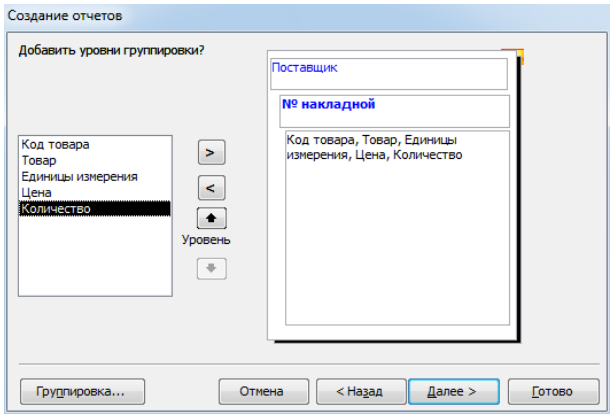

Рис. 5.17. Группировка данных
4. Указываются уровни группировки: 1-й уровень – по *Поставщикам*, 2-й уровень – по *№ накладной* (рис. 5.17).